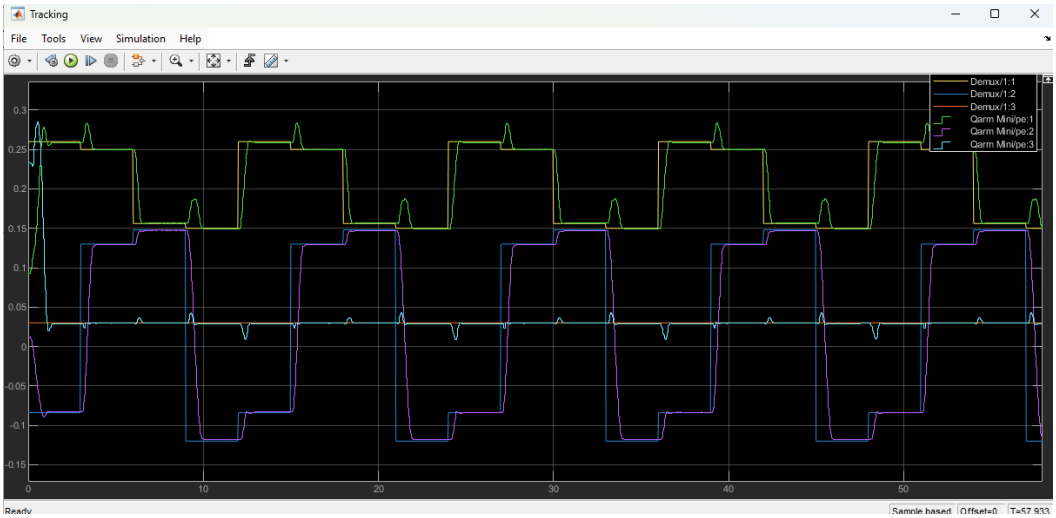

Figure 4. Desired vs Actual End Effector Positions
5. Use the **Tracking scope** to monitor the desired and actual end-effector positions as the manipulator cycles between the recorded waypoints shown in Figure 4.